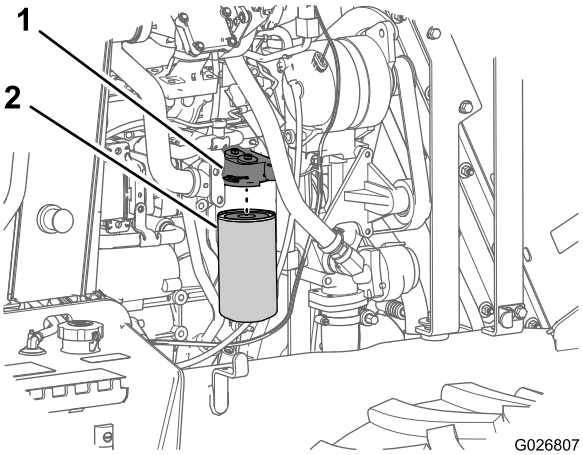

Figura 65
2. Coloque un recipiente de vaciado pequeño debajo del filtro de aceite (Figura 65).
3. Gire el filtro de aceite a la izquierda y retire el filtro de aceite (Figura 65).
7. Alinee el filtro de aceite nuevo con el cabezal del filtro de aceite, y gire el filtro a la derecha hasta que la junta del filtro entre en contacto con el cabezal del filtro (Figura 65).
8. Apriete el filtro de aceite a mano de 3/4 a 1 vuelta completa más (Figura 65).